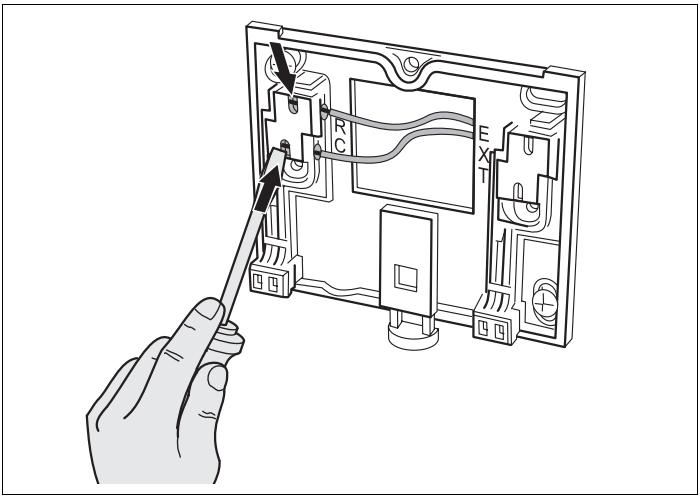

Рис. 5 Демонтаж электрических подключений
- Чтобы освободить кабель, нужно нажать отверткой в шлиц кабельной клеммы (рис. 5).